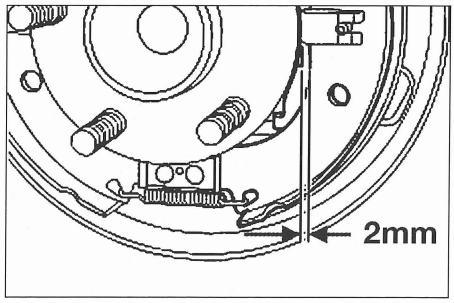

FIG. 24
• Insertar una galga de 2,0 mm de espesor entre el tope de palanca de freno de estacionamiento y la zapata de freno trasero de los dos lados (fig. 24).